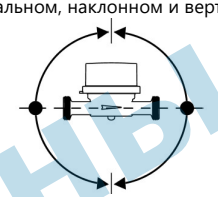

Рисунок 1 Схема установки счетчика на трубопроводе
Рисунок 1 с обратным клапаном
- счетчик может устанавливаться на горизонтальном, наклонном и вертикальном трубопроводе в соответствии с рис.1;